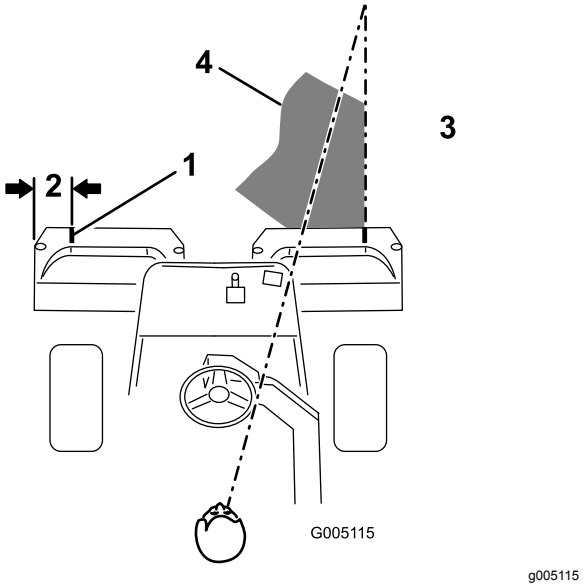

Figur 11
2. Placera en bit vit tejp eller måla en linje på varje korg parallellt med korgens ytterkant (Figur 11).